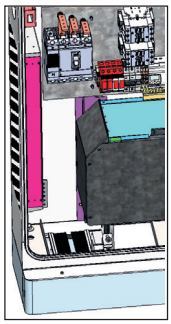

Figure 32: Step 1.
1.- Locate the power supply inlet at the bottom left of the Charging Point, **Figure 32**.